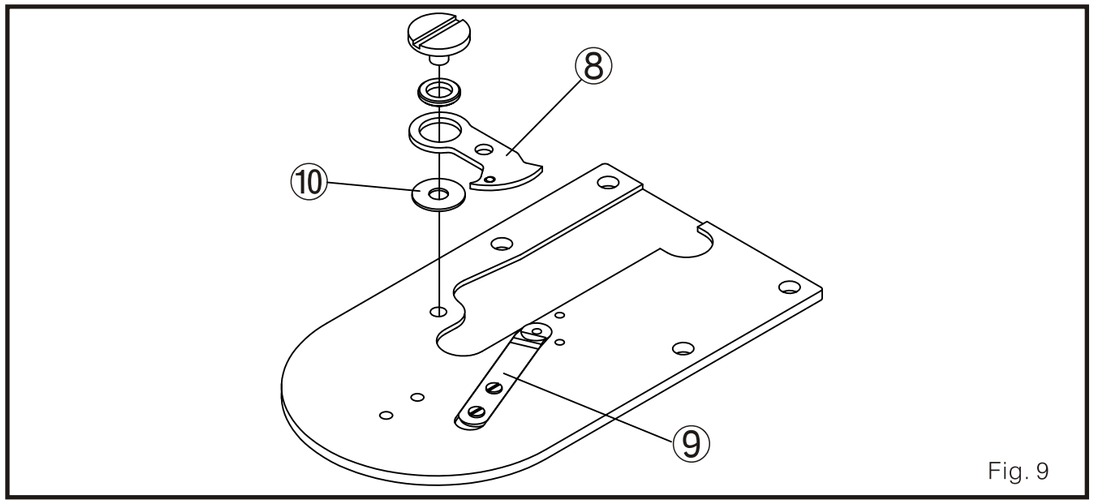

Fig. 9
d. Remueva la cuchilla movible 8 y cambie por uno nuevo. Al mismo momento, por favor revise que la cuchilla movible 8 y fijo 9 estén filosas. Si fuera necesario, use arandela de la cuchilla movible 8 y del movible 9, (Las arandelas son accesorio). (Fig. 9)